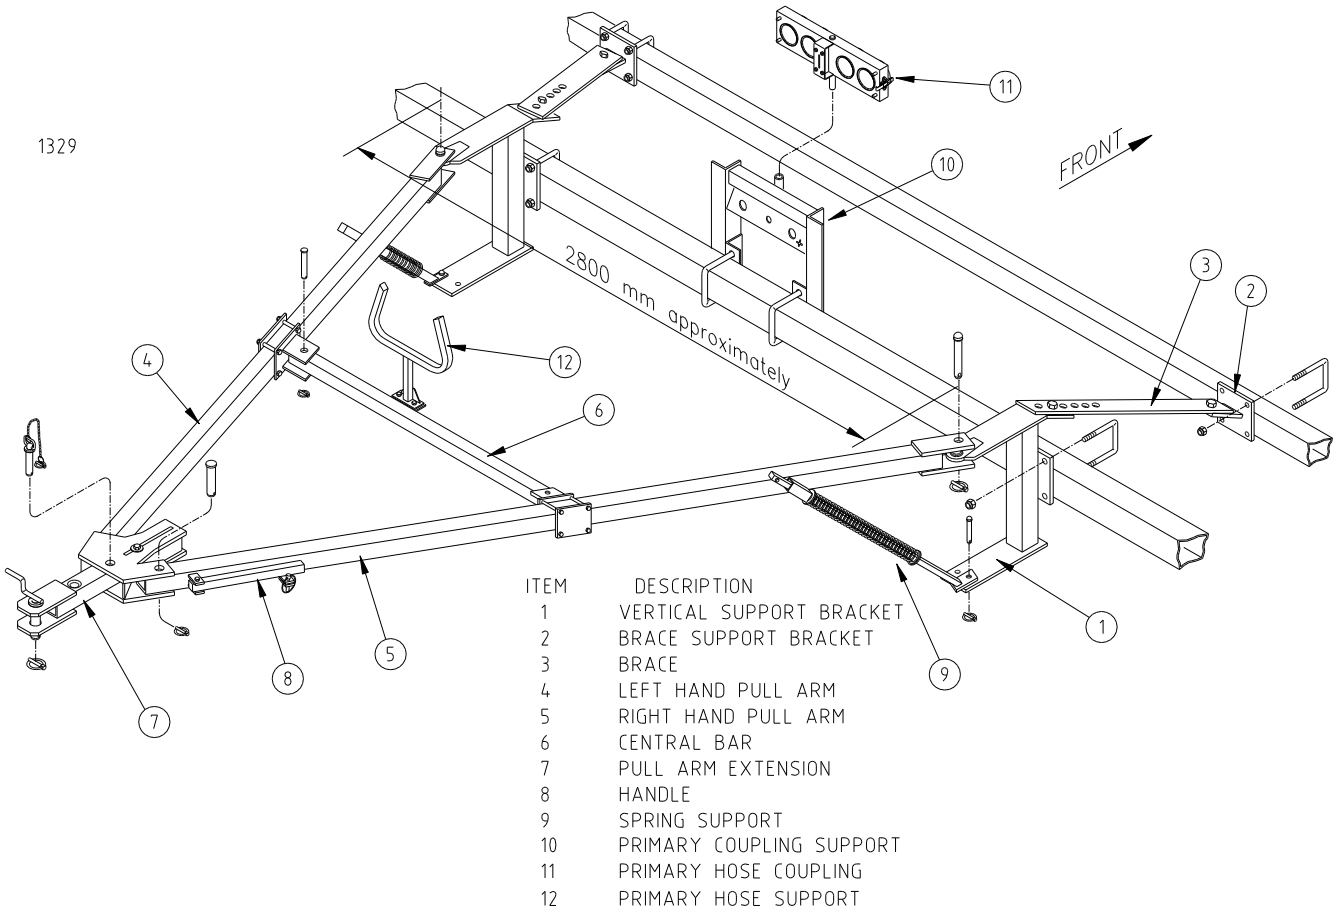

Fig. A9 Rigid 'A Frame' as used on the 1880RT.
Step 2. Fit the braces and support brackets that run forward to the second last row. If possible splay the braces out so that they will help take the load when turning. (Refer Fig. A9).
Step 6. Refit the central bar (item 6 in Fig. A9) between the arms sliding the mounts along until its position is perpendicular to the centreline of the machine.